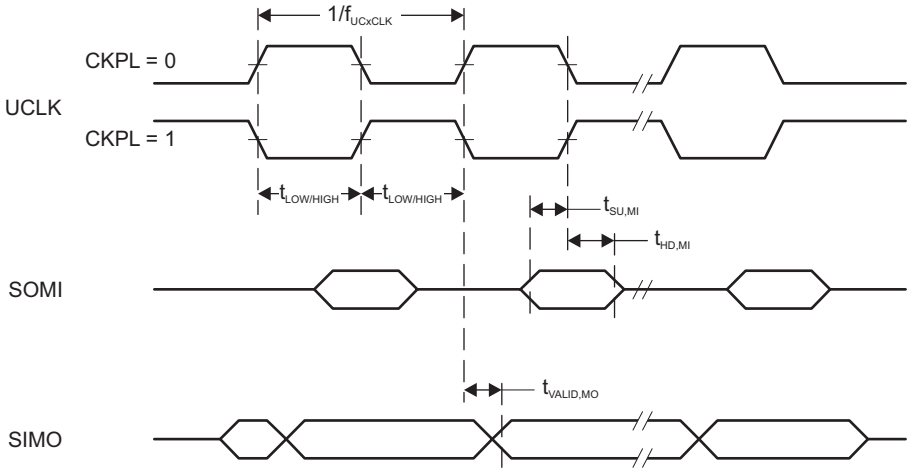
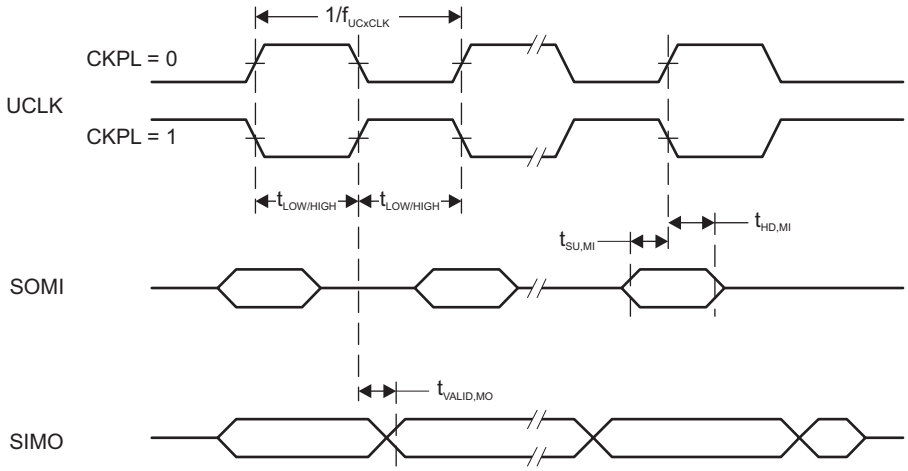

**Figure 5-11. SPI Master Mode, CKPH = 0**
**Figure 5-12. SPI Master Mode, CKPH = 1**
(2) Specifies the time to drive the next valid data to the SIMO output after the output changing UCLK clock edge. See the timing diagrams in Figure 5-11 and Figure 5-12.
(3) Specifies how long data on the SIMO output is valid after the output changing UCLK clock edge. Negative values indicate that the data on the SIMO output can become invalid before the output changing clock edge observed on UCLK. See the timing diagrams in Figure 5-11 and Figure 5-12.